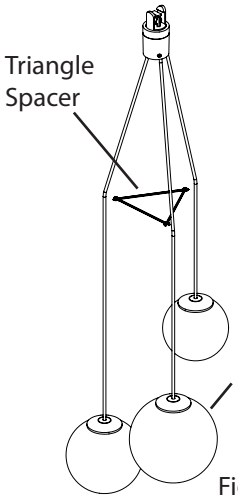
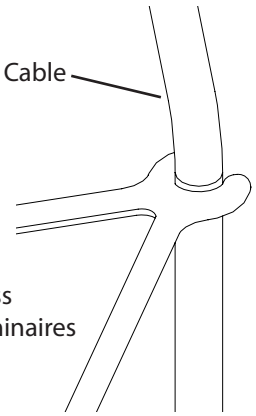

Fig. 3
Fig. 4
1. Place the **Triangle Spacer** in between the **Cables** of the fixture (Fig. 3). Snap the pendent Cables into the Spacer at three locations (Fig. 4). **Note:** Make sure **Glass Luminaires** are screwed on tightly.